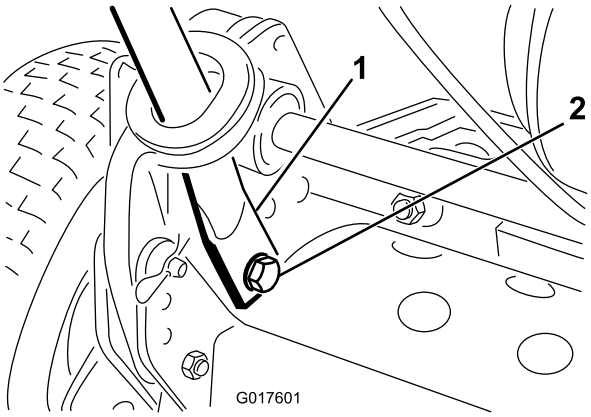

Figuur 3
4. Druk de uiteinden van de handgreep naar binnen en bevestig ze op de montagepennen (Figuur 3).
5. Bevestig de uiteinden van de handgreep aan de montagepennen met behulp van de bijgeleverde bouten, ringen en borgringen (Figuur 3).
6. Bevestig de onderkant van de handgreep armen aan beide zijden van de maaimachine met behulp van de bouten en borgmoeren die u eerder hebt verwijderd (Figuur 3). Let erop dat u de lagers in de montageopeningen van de handgreeparm plaatst.
7. Bevestig de handgreeparmen aan de achterkant van het frame met behulp van de R-pennen en de ringpennen die u eerder hebt verwijderd (Figuur 3).